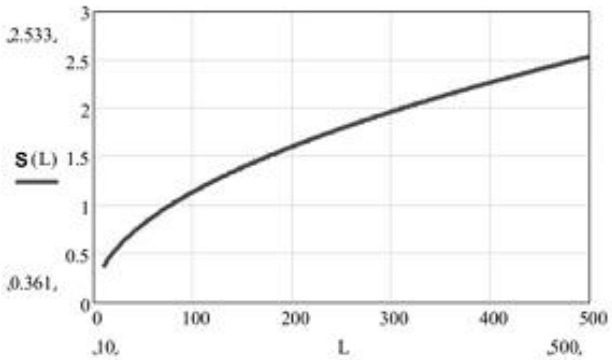

Рис. 4.2
4.1.3 Максимальная ширина «2S» ЧЗ на открытом участке зависит от расстояния между БПРД и БПРМ, определяется как 2×***S(L)*** по ориентировочному графику (см. рис. 4.2) при L равном расстоянию между БПРД и БПРМ. Ширина ЧЗ на конкретном отрезке определяется по тому же графику, но при L равном удвоенному расстоянию до ближайшего блока. На графике обозначено: *L* –расстояние между БПРД и БПРМ.
4.1.4 При выборе высоты установки необходимо учесть, что при приближении к БПРД (БПРМ) вдоль оси, ЧЗ «сужается» как показано на рис. 4.2.